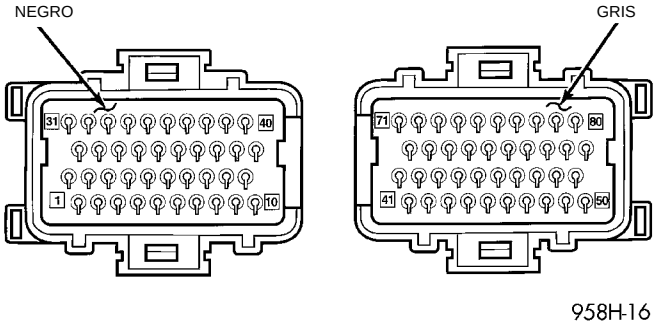

Fig. 14 Emplazamiento de la espiga del Módulo de control del mecanismo de transmisión
El sistema de combustible utiliza tanto el grupo de instrumentos como el Módulo de control del mecanismo de transmisión (PCM) para controlar el conjunto de transmisor del nivel de combustible. Si los circuitos de control de combustible del PCM detectan un circuito abierto, el aumento de resistencia en el circuito produce una lectura de vacío falsa en el indicador de combustible. Verifique la continuidad entre la espiga J2-10 del conector del mazo de cables del grupo de instrumentos y la espiga 23 del PCM (Fig. 12) and (Fig. 14). Si no hay continuidad, repare según sea necesario. Si hay continuidad, consulte la prueba de Indicador de combustible.
(6) Si hay menos de 1,0 voltios en la Espiga J1-7 del conector, verifique que haya continuidad entre la Espiga J1-7 y la Espiga 73 del conector del Módulo de control del mecanismo de transmisión (Fig. 14). Inspeccione también el conector del Módulo de control del mecanismo de transmisión para verificar que no haya espigas averiadas o terminales desconectados.
(7) Si el voltaje es inferior a 1,0 voltios en la Espiga J1-7 del conector y hay continuidad entre la Espiga J1-7 y la Espiga 73 del conector del PCM, reemplace el Módulo de control del mecanismo de transmisión.
(8) Si todas las pruebas realizadas no indican problemas, reemplace el conjunto de cuadrante e indicador.
(9) Si el tacómetro sigue sin funcionar, reemplace la tarjeta de circuitos impresos.